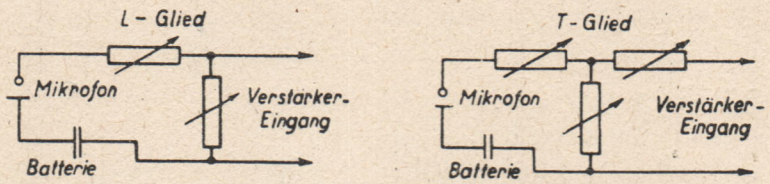

Abb. 177.
a) zur Regelung des Mikrophones ähnlich obenstehender Schaltung Abb. 177,